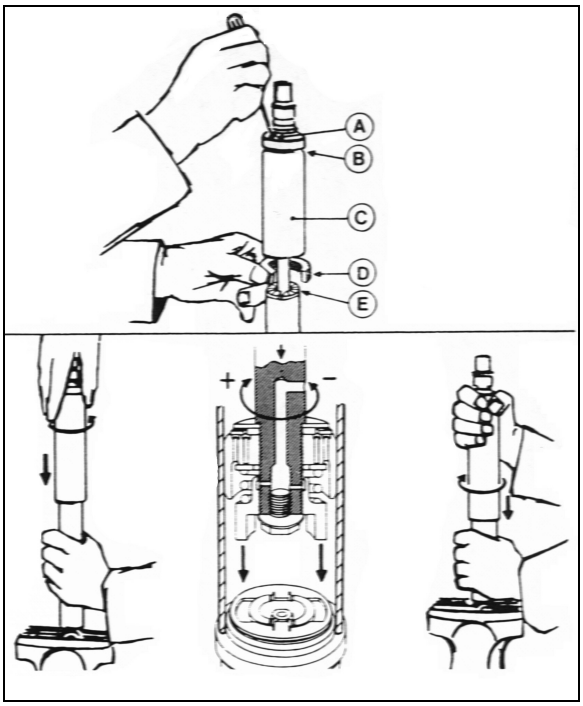

FIGURE 18: DAMPER
2. Fully close the damper while turning the dust cap or piston rod slowly CCW until it is felt that the cams of the adjusting nut engage in the recesses of the foot valve assembly (Fig. 18).
Note: *In figure 18, if there is an indentation (B) in the dust cap (C) and the cover shows two holes (A), the damper is fitted with a bump rubber (D). If so, fully extend the damper and insert a round bar or screwdriver through the holes. Push the bump rubber down and remove. Remove the split plastic collar (E) (if fitted) from the piston rod.*
Note: *Where a bump rubber was installed, refit same inside the dust cap and by fully closing the damper, the rubber will seat again at top of the dust cap. Refit the split plastic collar E (Fig. 18)*